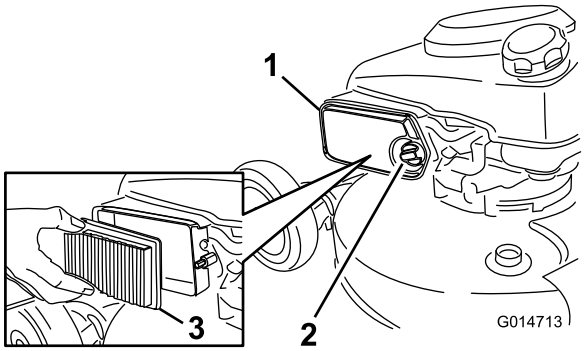

Figure 16
2. Appuyez sur le bouton sur le couvercle du filtre à air (Figure 16) et ouvrez le couvercle.